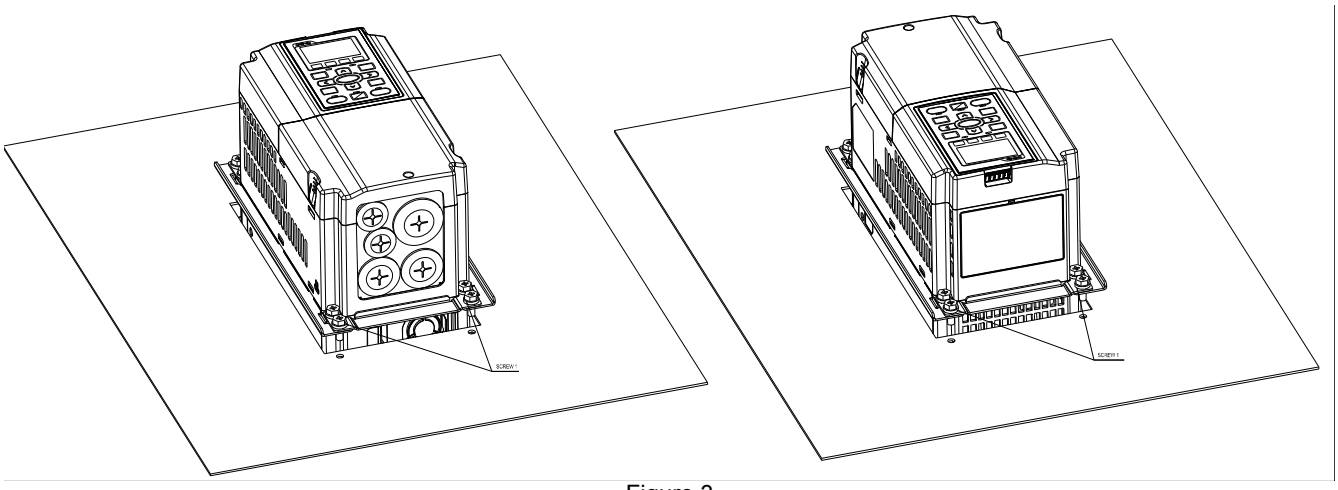

Figure 3
3. Plate installation, place 4 of the screw *4 (M6) through accessory 2&3 and the plate then fasten the screws. Screw torque: 25~30 kg-cm / [21.7~26 lb-in.] / [2.5~2.9 Nm] (figure 3)